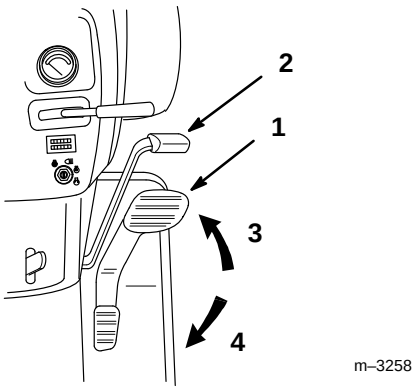

Figure 19
4. Poser le pied sur la pédale de commande de traction et enfoncer lentement le haut de la pédale pour avancer en marche avant, ou le bas de la pédale pour reculer (Fig. 19). Plus on enfonce la pédale d'un côté ou de l'autre, plus le tracteur avance vite dans le sens choisi.